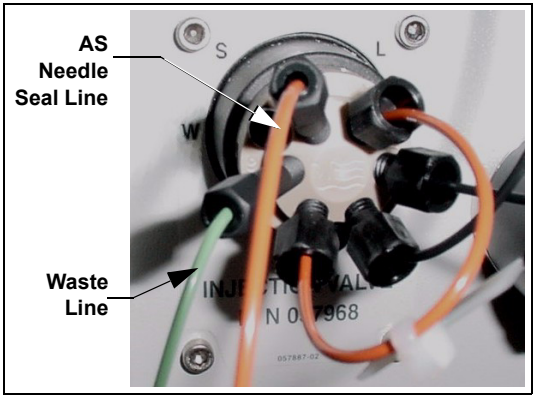

Figure B-24. Injection Valve
3. Connect the needle seal line from the AS to port S (5) on the injection valve (see Figure B-24).
4. Locate the green waste line connected to port W (6) on the injection valve (see Figure B-24).
9. Locate the green waste line connected to port W (6) on the injection valve (see Figure B-24).